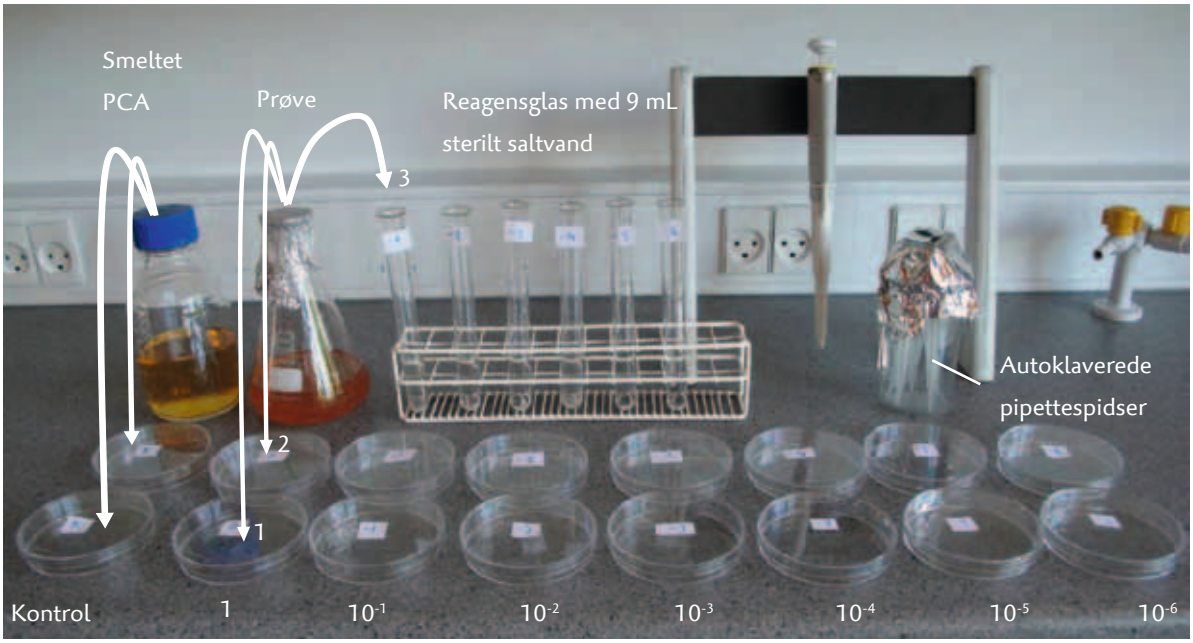

Figur 5. Oversigt over fremgangsmåden ved Kochs pladespredningsmetode.
1. Placér de mærkede sterile reagensglas i rækkefølge i stativet og de mærkede petriskåle i to rækker langs bordkanten, se figur 5.